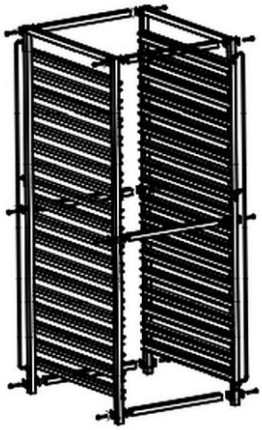

Fig. 1
5. Fixer 6 barres transversales sur la deuxième partie latérale, en utilisant les rondelles carrées et les vis à tête bombée comme décrit ci-dessus (fig. 1).